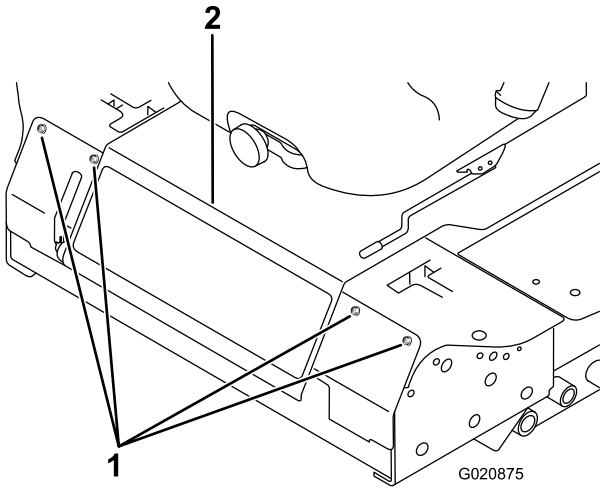

Figuur 53
2. Draai de bouten los waarmee het voorpaneel vastzit, en verwijder het paneel (Figuur 53).